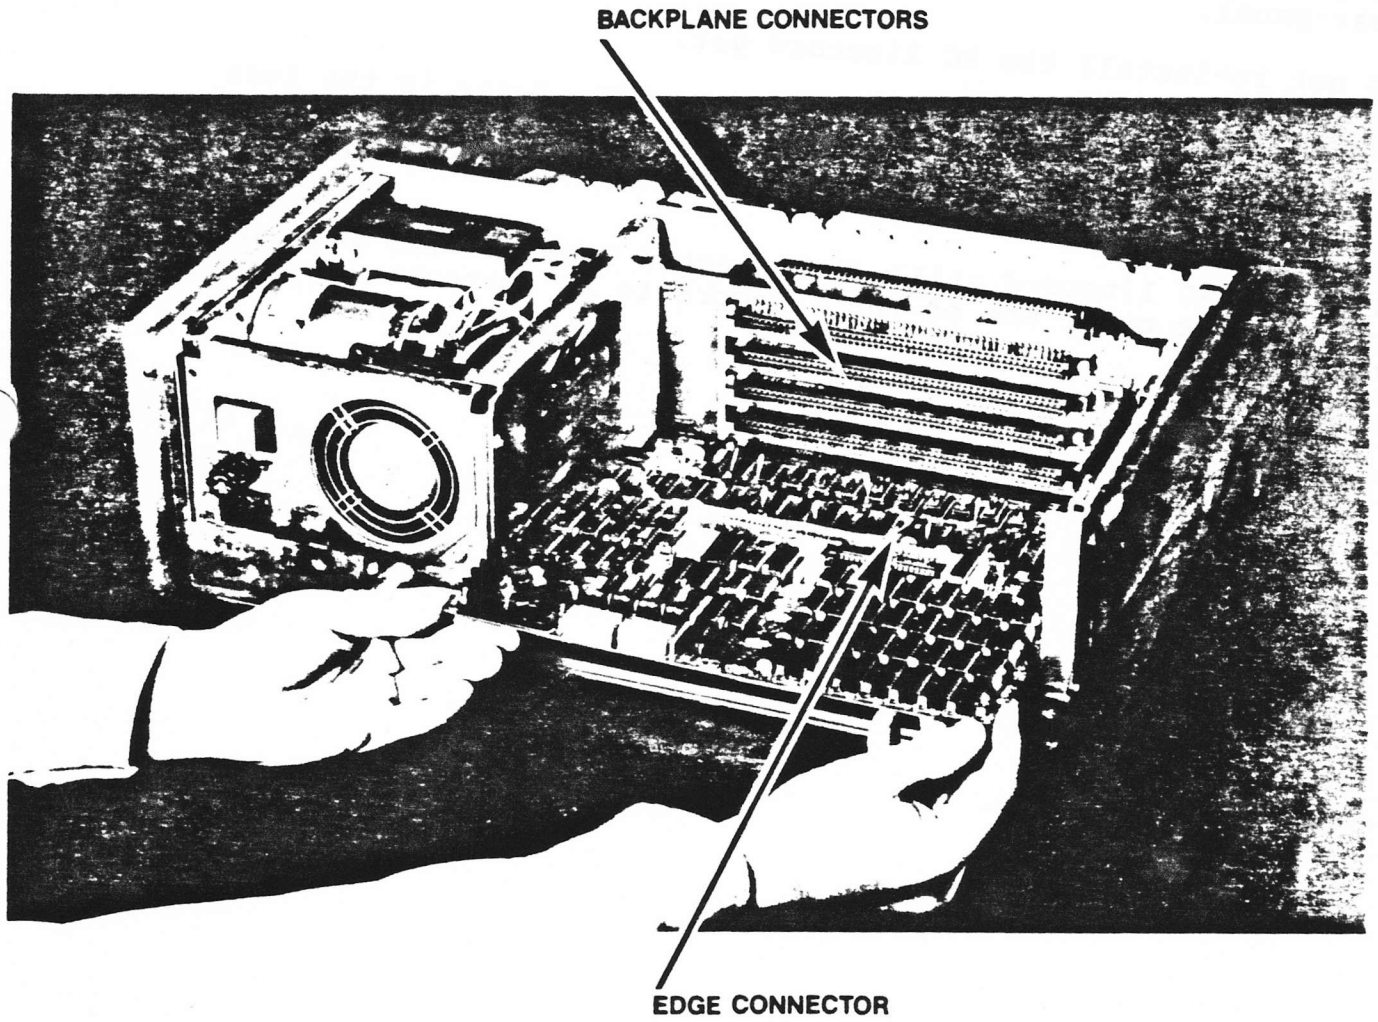

Fig. 6-1. Installing An S-100 Module
(Refer to Fig. 6-1, "Installing An S-100 Module.")
8) With the component side up, insert the edge connector side of module in the card guides. (Refer to Fig. 6-1, "Installing An S-100 Module.")